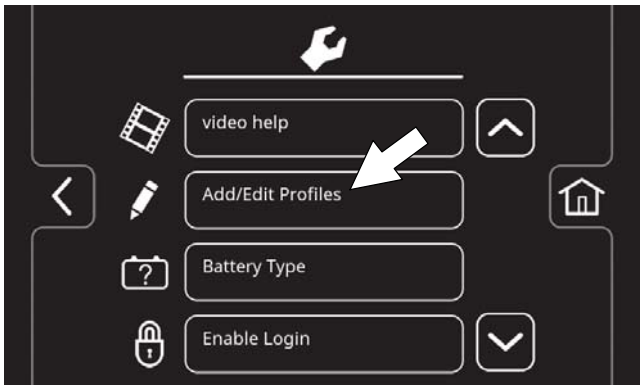

図 160
1. 「プロファイルの追加/編集」ボタンを押して、新規ユーザープロファイルを入力します（図160）。